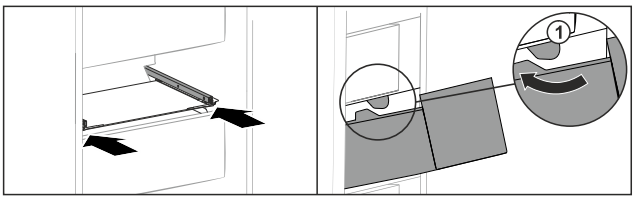

Fig. 147
▶ Ghidați sertarul în jurul opritorului *Fig. 147 (1)*.